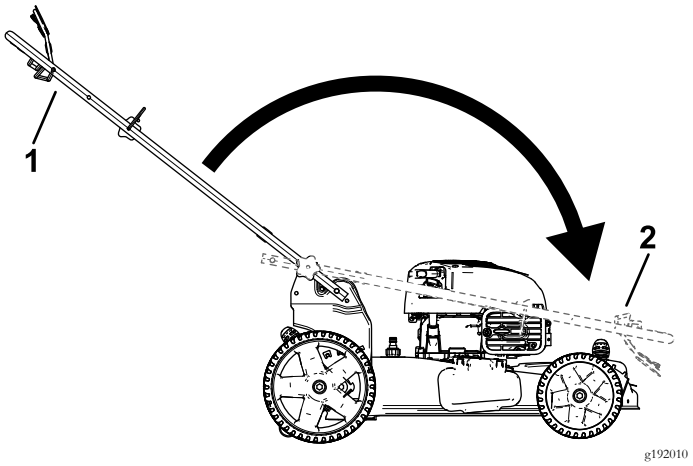

Rysunek 24
2. Złóż uchwyt, obracając go do przodu (Rysunek 24).